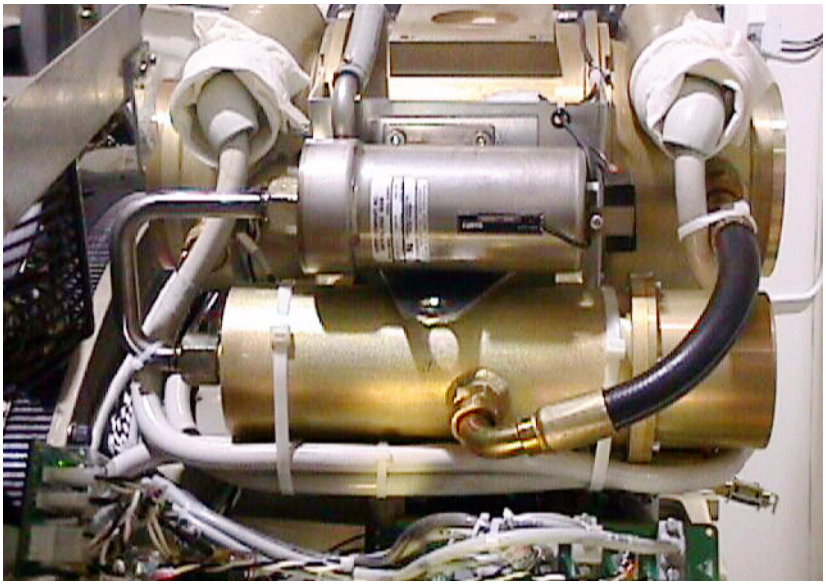

Figure 9-64 HV Cable Routing
14.) Secure **HV** Cables using Large Ty-Raps as shown in Figure 9-64.